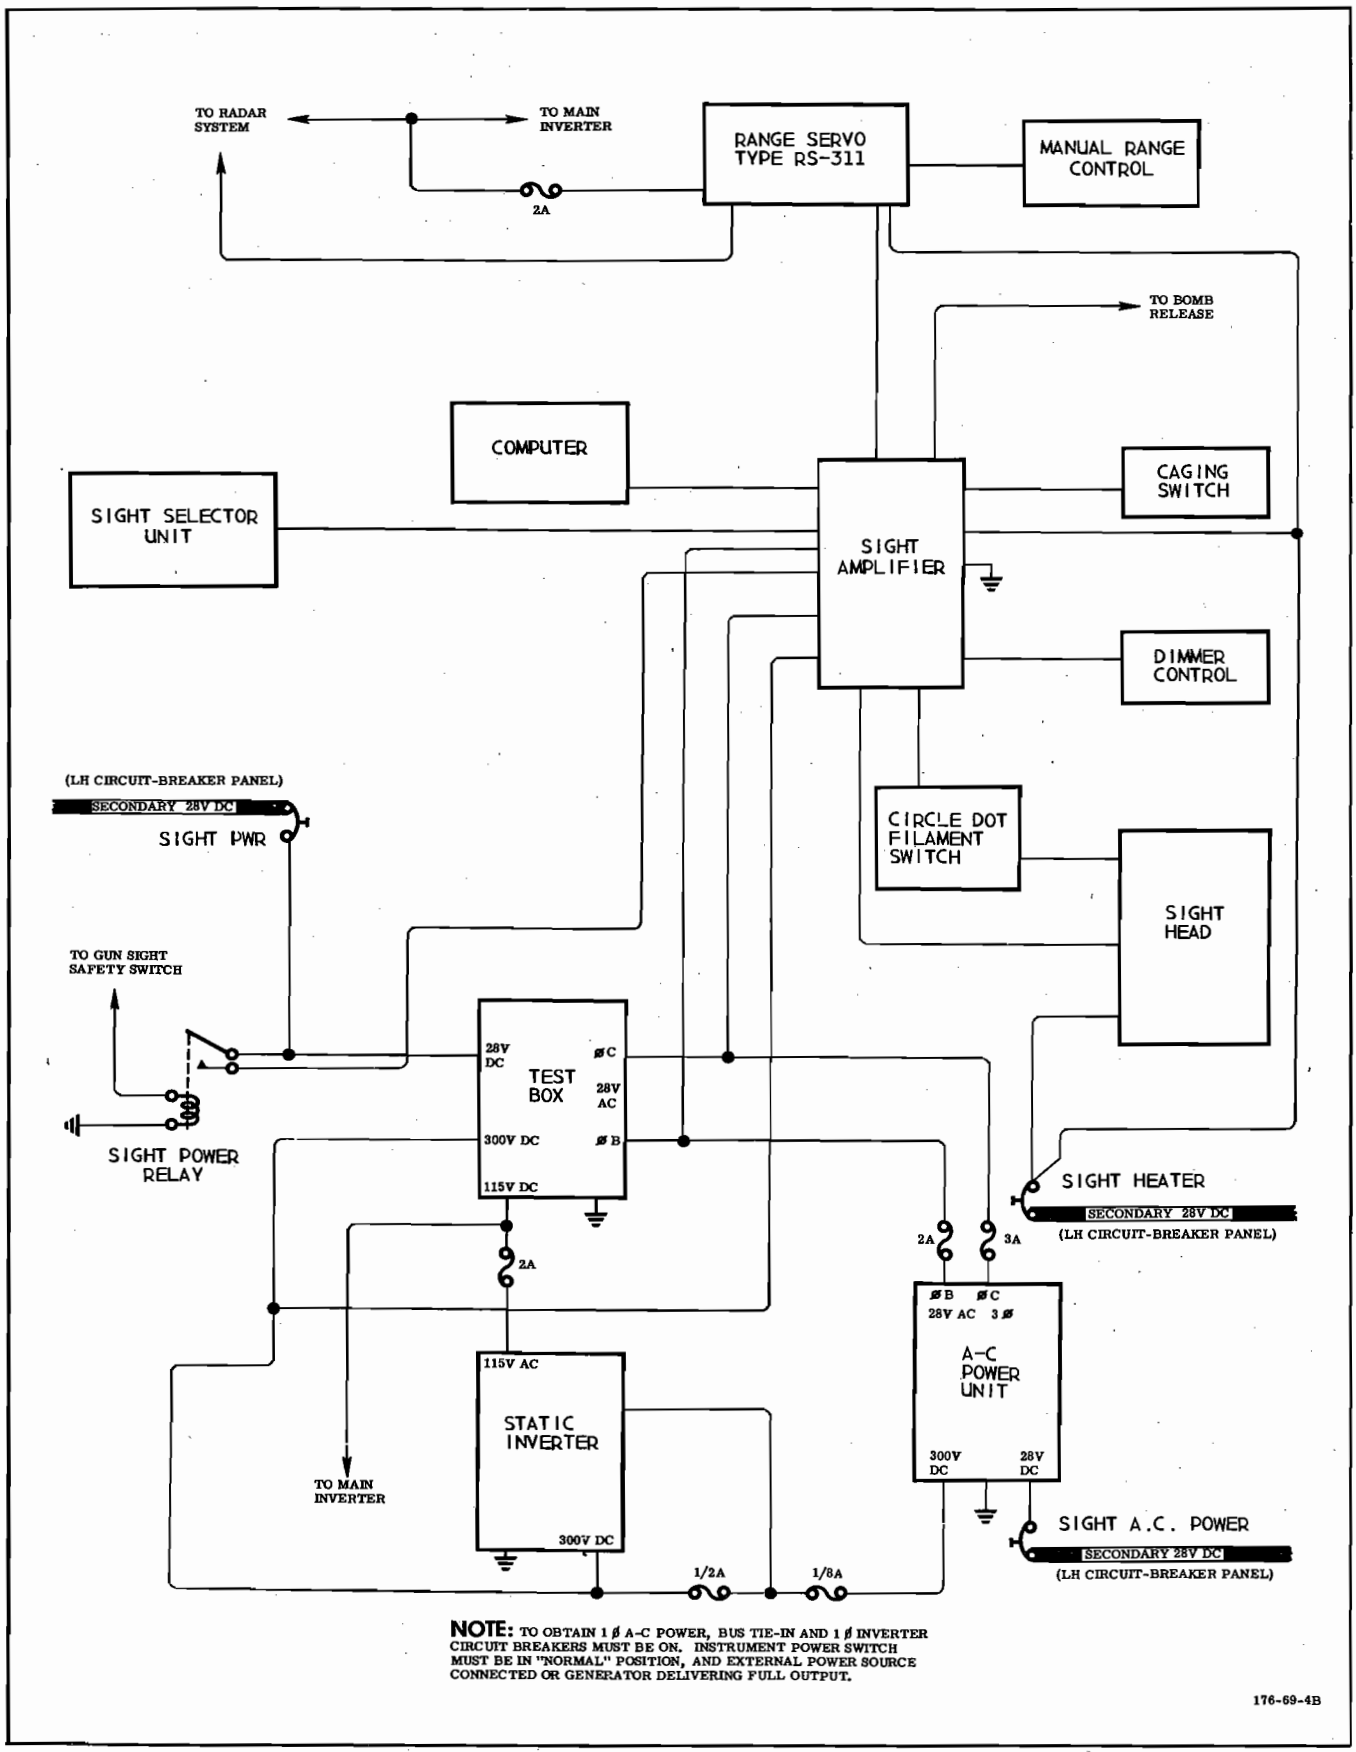

Figure 9-35. A-1CM Sight System Schematic
q. Disconnect radar by removing connector plug, shown in figure 9-35, from range servo unit.